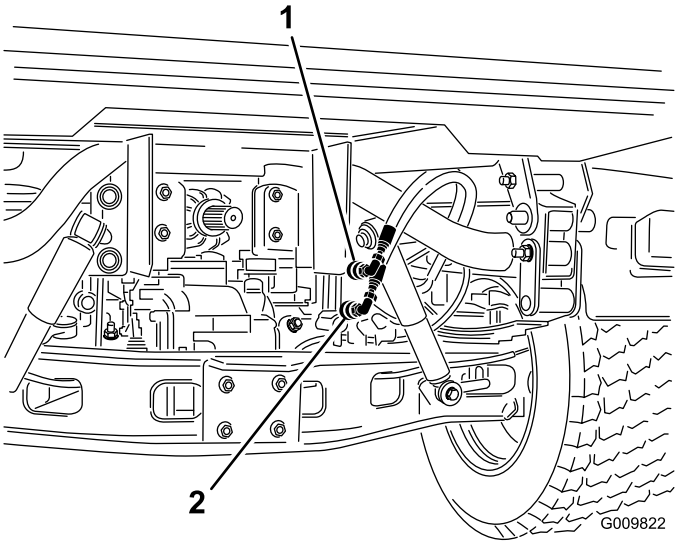

Figur 75
2. Koble de to hurtigkoblingsslangene på begge maskinene fra slangene som er festet til koblingsbraketten (Figur 75).